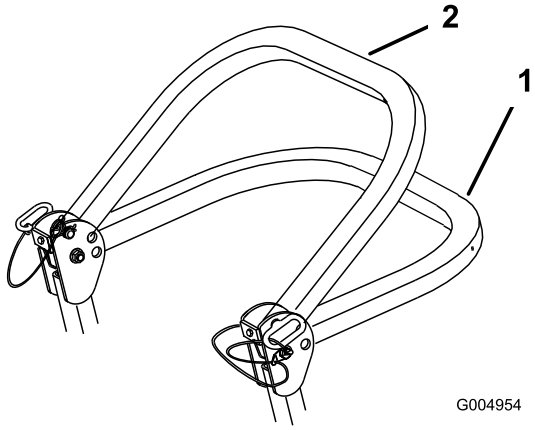

Figuur 7
2. Klap de rolbeugel omlaag. De rolbeugel kan in 2 standen omlaag worden geklapt. Zie Figuur 7 voor deze standen.